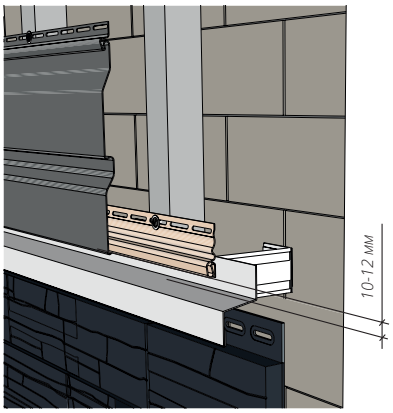

Рисунок 71
16.1 Установите стартовую планку по всему периметру здания, соблюдая основные правила монтажа. От нижней части стартовой планки до металлического отлива, разделяющего цокольную и фасадную часть пола террасы, должно быть расстояние 10-12 мм, чтобы завести первую панель сайдинга в стартовую планку (рис. 71).